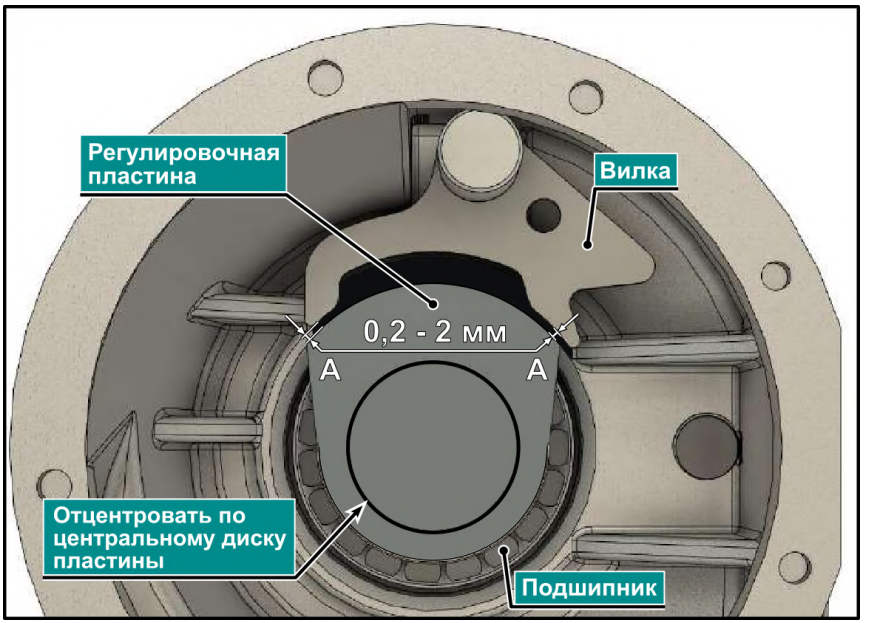

Рис. 30
3.30 Установите снятую ранее с блокировки внутреннюю часть подшипника в наружную обойму внутри картера моста. (**Рис. 30**)
3.32 После проверки зазора на участках «**A**» проверьте зазор по высоте на участках «**B**». (**Рис. 30**) Зазор между вилкой и регулировочной пластиной на выделенных участках должен быть одинаковым. Абсолютная величина зазора не важна, важно, чтобы зазоры на участках были примерно одинаковыми. Если разница между зазорами на участках большая, снимите пневмоцилиндр вместе с вилкой (вилку с пневмоцилиндра не снимайте) и подогните вилку в соответствующую сторону по пунктирной линии, указанной на (**Рис. 30**). Затем повторно установите пневмоцилиндр и повторите проверку зазора.